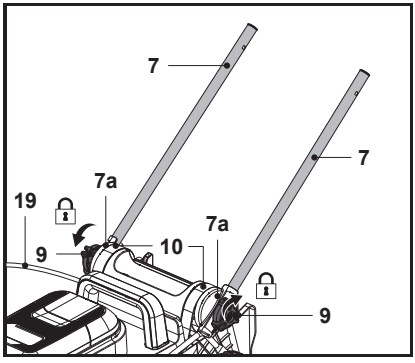

Rys. 2
3. Wyrównać obrotową płytkę (7a) ze wspornikiem uchwytu (10), a następnie zabezpieczyć dolny uchwyt (7) poprzez dokręcenie pokrętła (9) (rys. 2).
4. Powtórzyć opisane powyżej czynności przy drugim uchwycie dolnym (7).
5. Upewnić się, że linka sterująca (19) biegnie po wierzchniej stronie uchwytu dolnego (7).